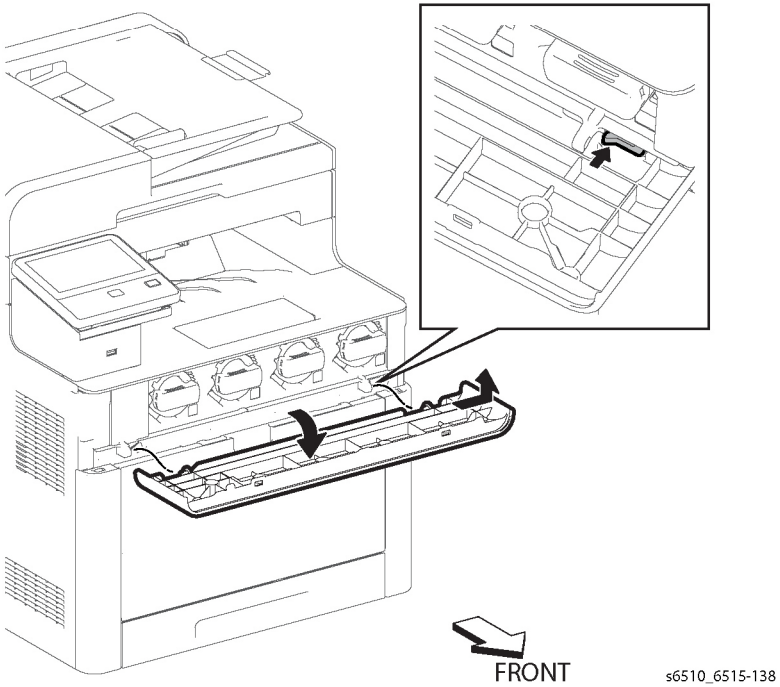

Figure 1 Remove the Toner Cover Assembly (MFP)
2. Refer to Figure 1 to release the latch attaching the Toner Cover.